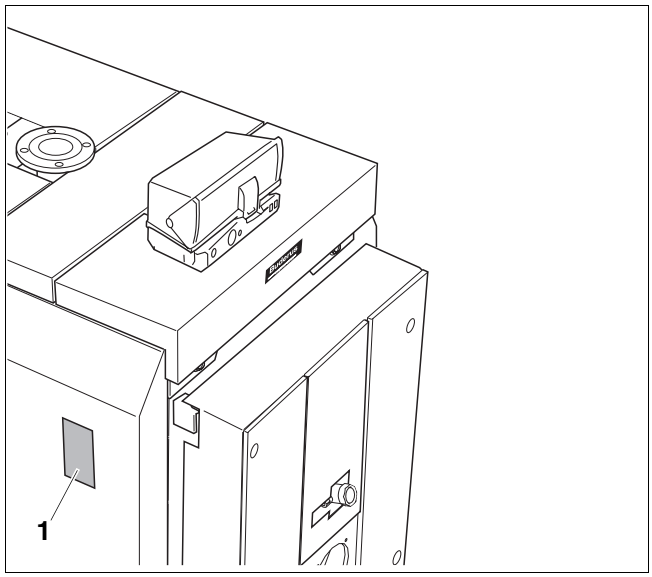

Рис. 45 Установка заводской таблички
- Закрепить заводскую табличку (рис. 45, **поз. 1**) в зависимости от местных условий на левой или правой боковой стенке.